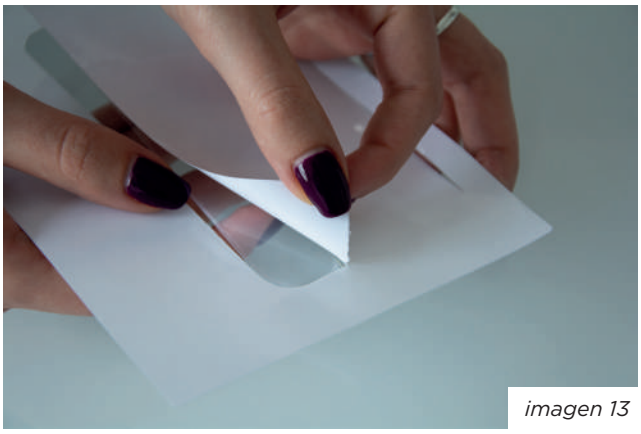

imagen 13
2. Despegue el corte de la lámina. Para evitar que el corte se abombe, recomendamos doblar ligeramente la lámina inferior y separarla del corte, y no al contrario. *(ver imagen 13)*